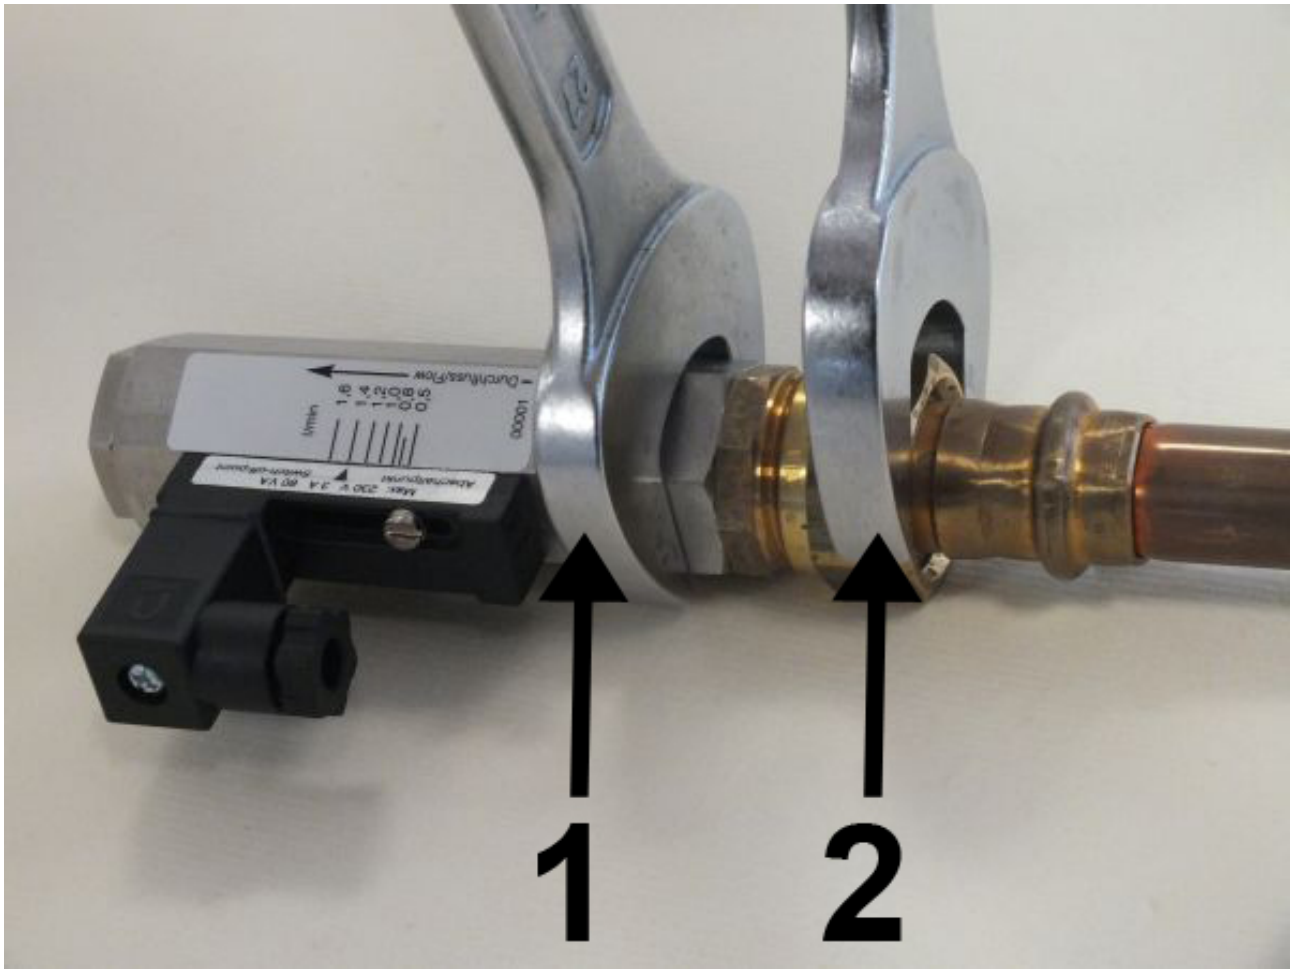

Fig. 12: Screw in the device
3. Keep turning in the adapter union (*Fig. 12*/2) while holding the process connection of the device locked (*Fig. 12*/1) until the connection is tight.